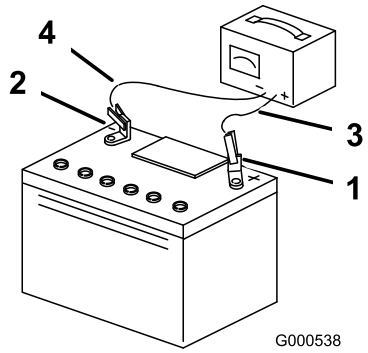

Figuur 40
3. Zodra de accu volledig is opgeladen, haalt u de acculader uit het stopcontact en maakt u vervolgens de oplaadkabels los van de accuklemmen (Figuur 40).